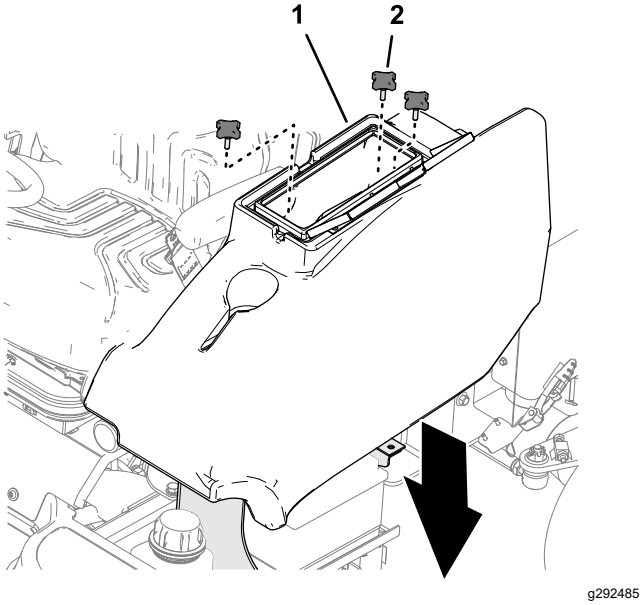

Rysunek 54
2. Zamocuj schowek na maszynie, wykorzystując do tego 3 gałki (Rysunek 54)